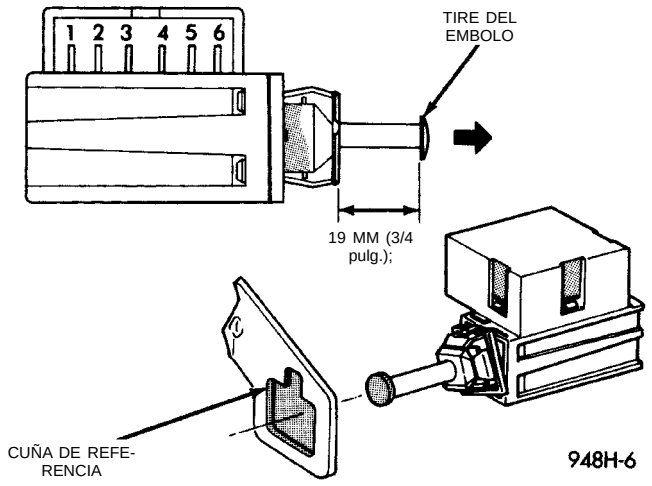

Fig. 8 Cableado de la luz de stop
(1) Retire el conmutador de la luz de stop. Consulte Desmontaje/instalación del conmutador de stop, en esta sección. Desconecte el conector del conmutador de la luz de stop (Fig. 8). Utilice un ohmiómetro y compruebe la continuidad del conmutador de la siguiente manera: